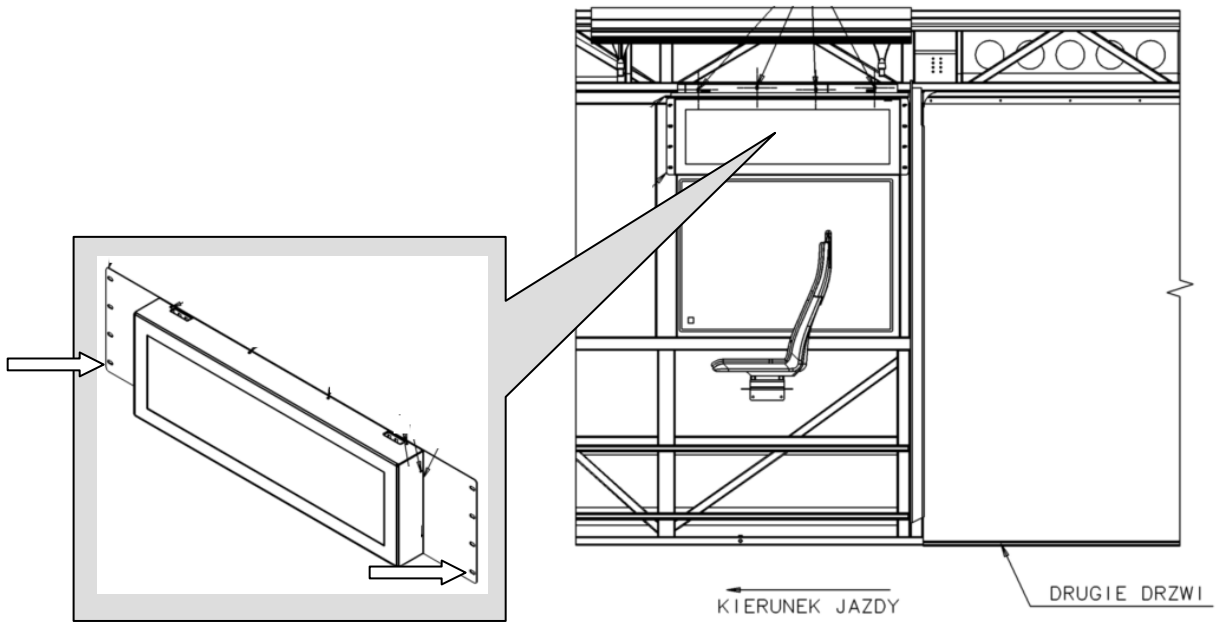

Rys. 10. Tablica wewnętrzna informacyjna przykręcana do ramy okna – śruby mocujące wskazane strzałkami.
- przykręcane do ramy okna, Rys. 10,